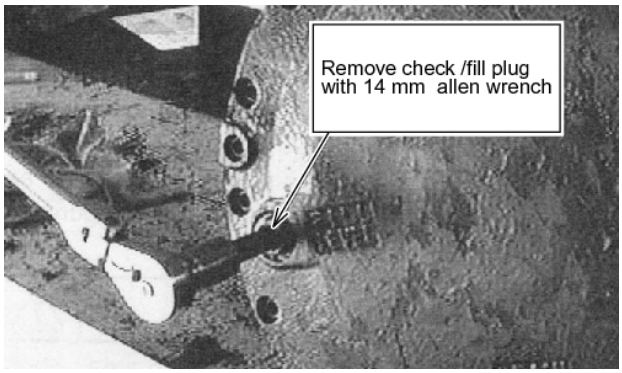

Fig. 8-3
4. Remove check/fill plug from each travel motor using the 12 mm socket head wrench. See Fig. 8-3.